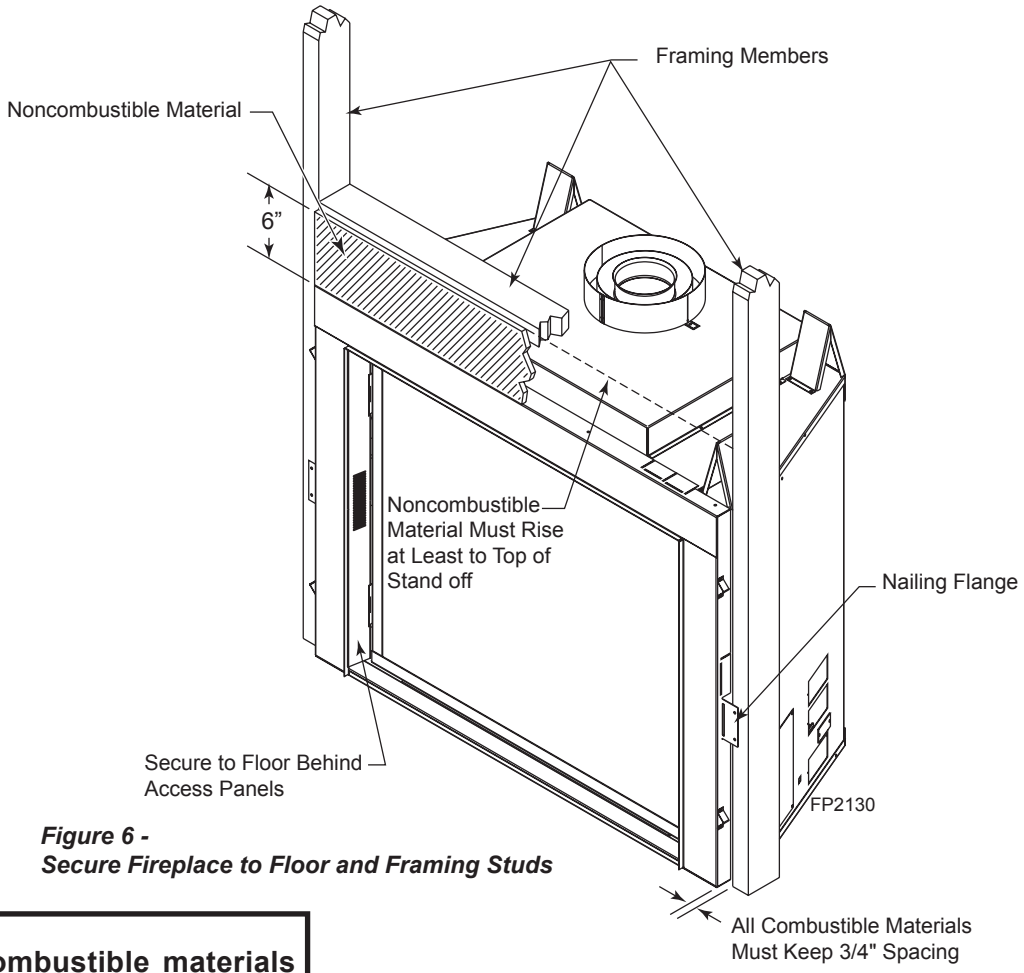

Figure 6 - Secure Fireplace to Floor and Framing Studs
The fireplace must be secured to the floor and/or to framing studs as shown in *Figure 6.* Use two (2) wood screws or masonry/ concrete screws to secure fireplace to the floor. Use four (4) screws to attach fireplace to framing. The side nailing flanges are 1/2" or 5/8" to accommodate different wall thickness.